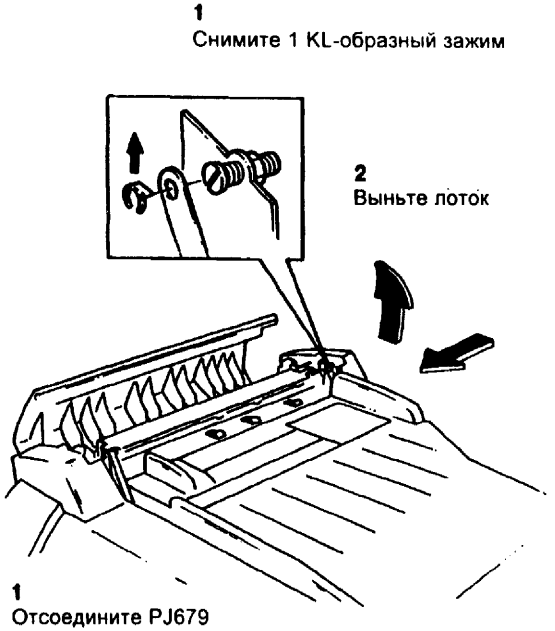

Рис.1 Снятие входного лотка
1. (Рис. 1) Выньте входной лоток